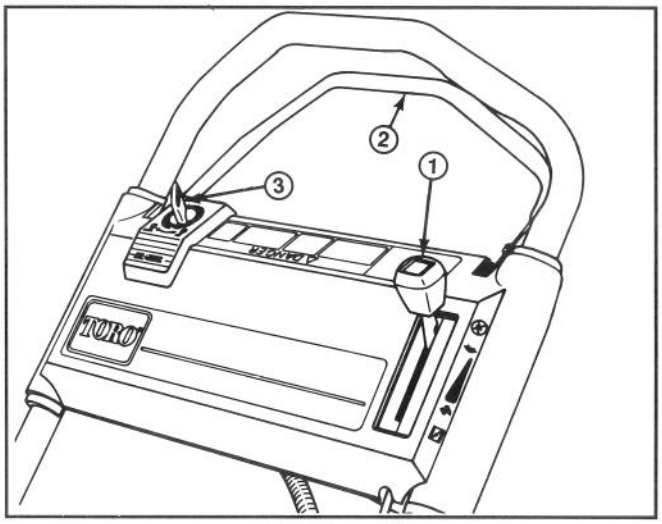
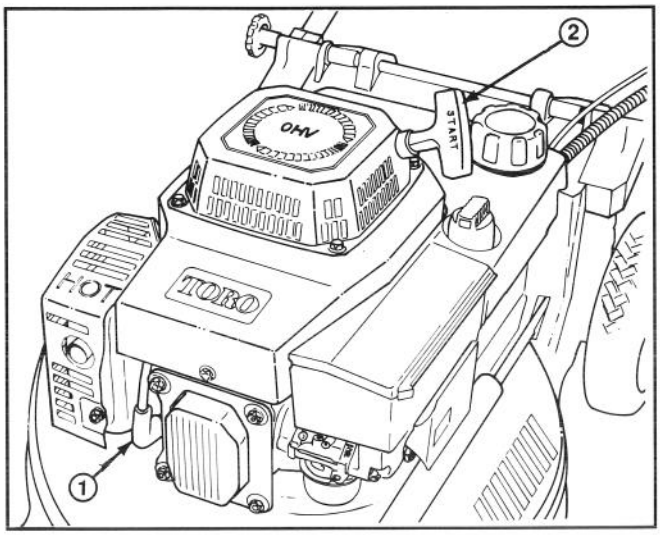
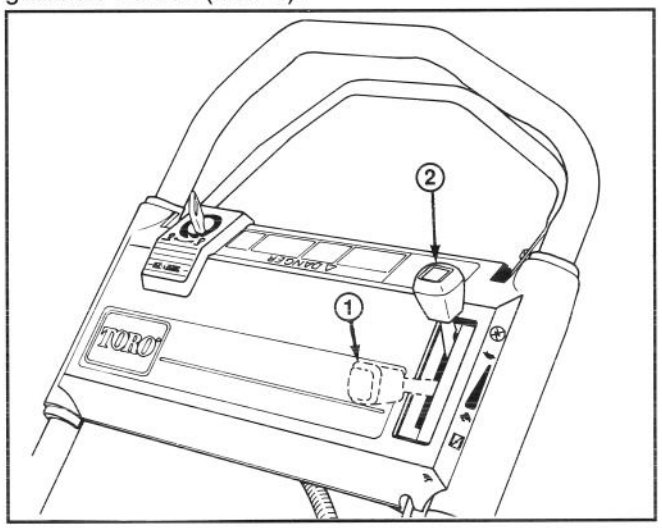

Abbildung 8
Abbildung 9
Abbildung 10
STEUERVORRICHTUNG—Schlüsselschalter (Startschlüssel-Modell), Gashebel und Antriebshebel befinden sich am oberen Griff (Abb. 8). Der Seilstarter befindet sich am Motoroberteil (Abb. 9).
1. Das Zündkerzenkabel auf die Zündkerze stecken. (Abb. 9).
2. STARTEN MIT E-START (Startschlüssel-Modell)—Den Gashebel auf CHOKE stellen (Abb. 10). Den Schlüssel auf START drehen (Abb. 8) und loslassen sobald der Motor läuft. Den Gashebel auf SCHNELL stellen oder die gewünschte Geschwindigkeit einstellen. Ist die Batterie entladen, kann der Motor mit dem Seilstarter gestartet werden (Abb. 9).
3. SEILSTARTER—Den Gashebel auf CHOKE stellen (Abb. 10). Den Seilstarter ziehen (Abb. 9) bis das Spiel überwunden ist; dann fest anziehen, um den Motor zu starten. Startet der Motor, den Gashebel auf SCHNELL oder die gewünschte Geschwindigkeit einstellen.
4. STOPPEN (Abb. 10)—Zum Stoppen des Motors den Gashebel in die AUS-Stellung zurückschieben. Den Schlüssel aus dem Schalter ziehen. Das Kabel von der Zündkerze abziehen, wenn der Mäher unbeaufsichtigt ist oder nicht verwendet wird.
1. Den Motor abstellen und das Kabel von der Zündkerze abziehen (Abb. 9). Beim Startschlüssel-Modell den Schlüssel aus dem Schalter ziehen.
2. Den Gashebel auf SCHNELL stellen (Abb. 8).